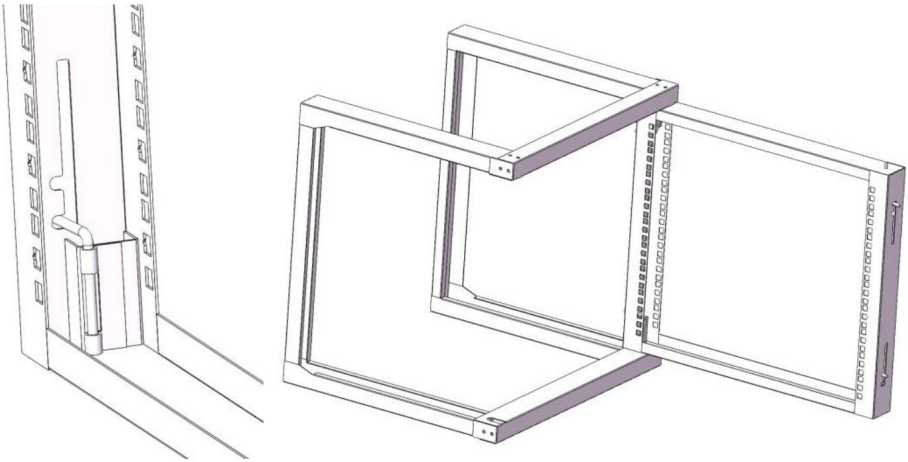

Figure 4
4. Placez le kit de porte (3) sur le cadre à l'emplacement indiqué, puis verrouillez un à un les deux loquets de porte situés à droite du kit de porte (3) sur le support. Assurez-vous que la porte s'ouvre et se ferme sans problème. Voir figure 4.